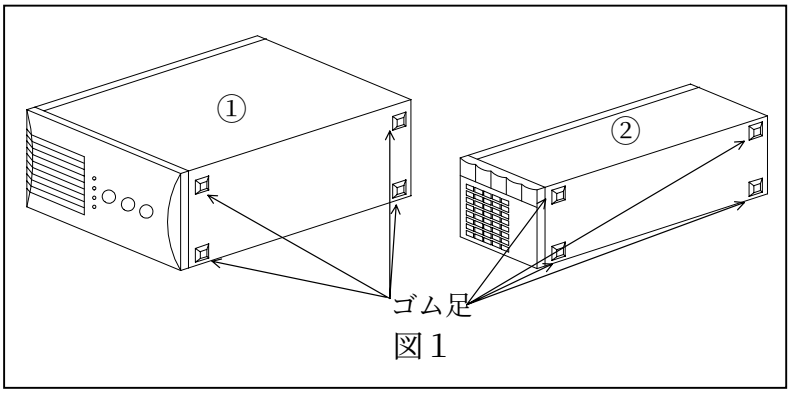

図１
２．ＰＰＵ①の底面と下段に設置するＢＵ②の側面に、付属のゴム足を４ヶ所貼り付けます。(図１)